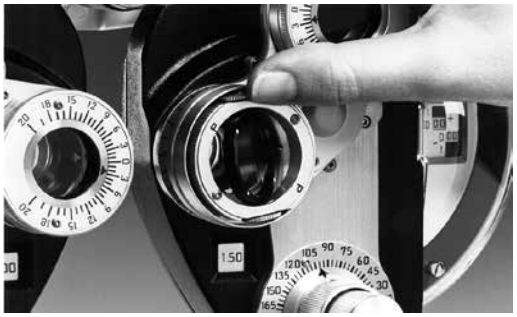

Figura JC-2 Volteo del cilindro cruzado
4. La prueba de comprobación del eje se realiza de la forma habitual con la lente de cilindro cruzado volteada de la posición I a la posición II. Consulte la Figura JC-2.